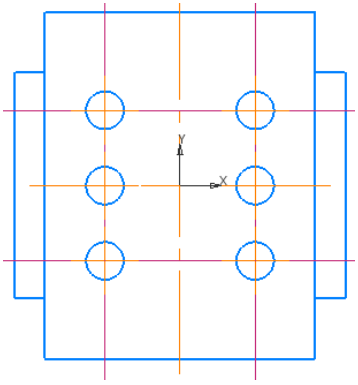

Рис. 5.7
5) Перемещая фантом окружности в точки пересечения вспомогательных прямых создайте шесть окружностей (рис. 5.7).